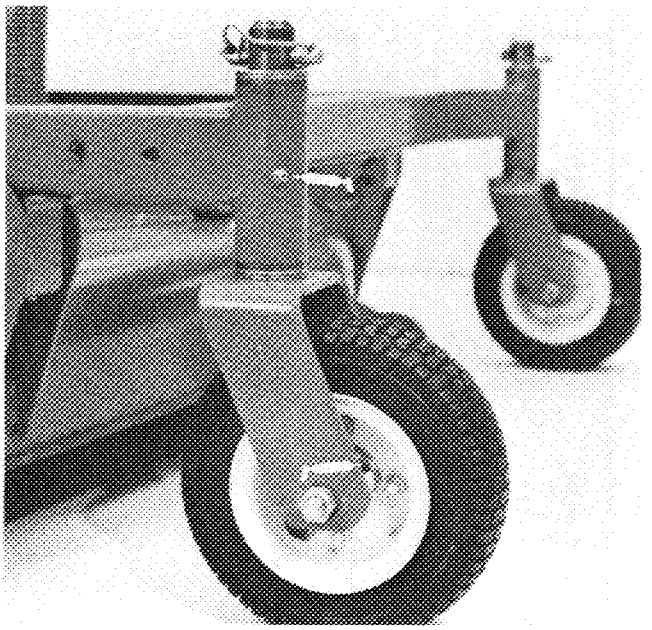
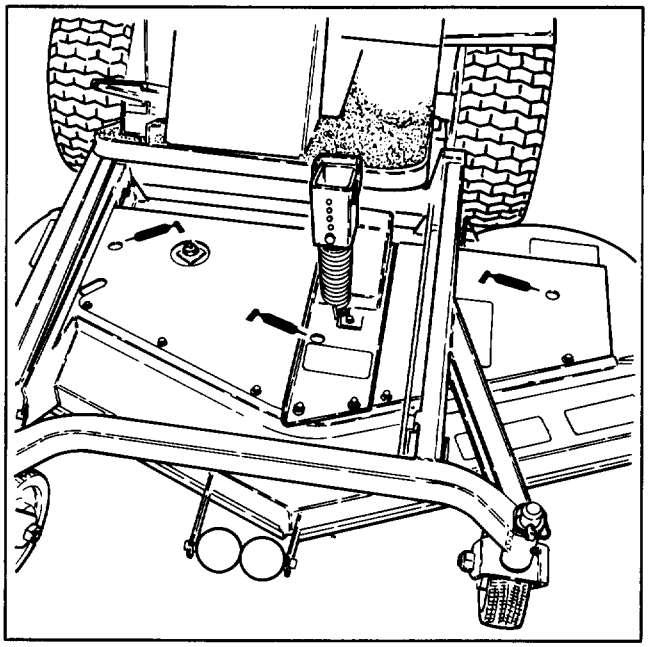

Figure 16
Figure 17
1. The cutting unit has bearings and bushings that must be lubricated, and these lubrication points are: caster spindle bushings (Fig. 16), castor wheel bearings (Fig. 16) and blade spindle bearings (Fig. 17).